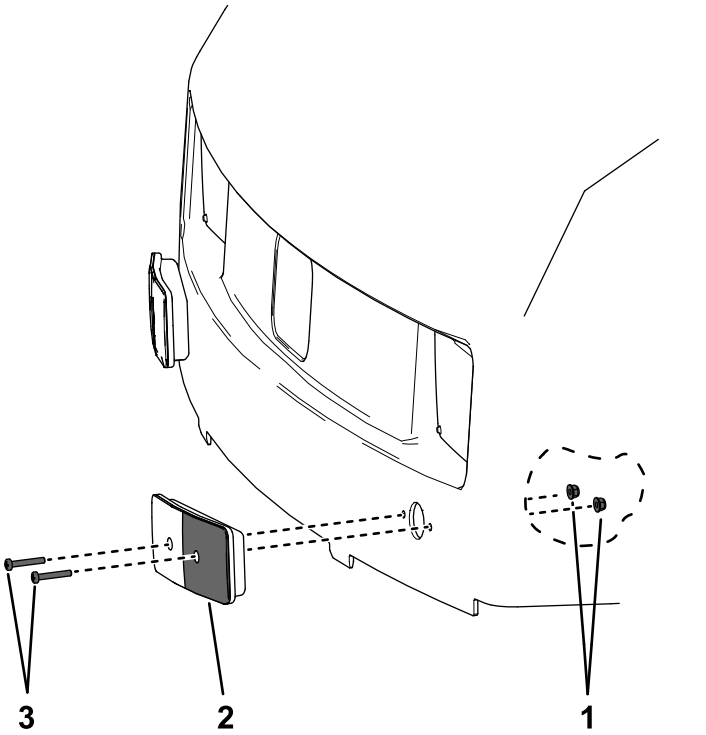

Figura 4
A. Inserte 2 pernos Phillips a través de la luz y en los orificios exteriores de 6 mm de diámetro en el capó (Figura 4).
B. Fije los pernos con las tuercas con arandela prensada (Figura 4).